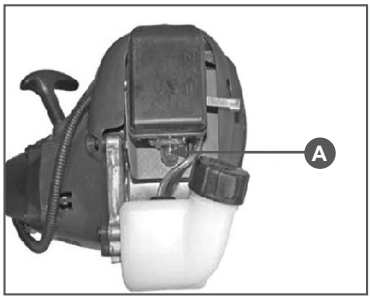

Рис. 8 Насос ручной топливный
3. Прокачайте топливо через карбюратор. Для этого нажимайте (примерно 5-10 раз) на ручной топливный насос до появления в насосе топлива и возникновения сопротивления при нажатии. Насос находится в нижней части карбюратора под корпусом воздушного фильтра (Рис. 8).